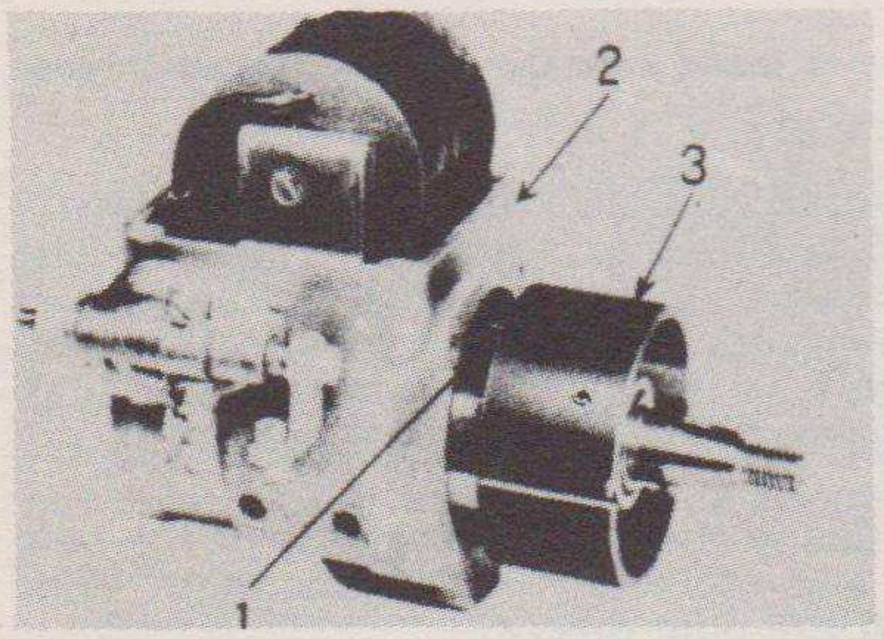

Fig. 29—Removing magneto rotor. Remove rotor (1) from magneto frame (2). Slide keeper No. 57314 D (3) over rotor poles before rotor is completely out of frame.
b.—Removal.—(1) To remove the rotor and bearings, it is necessary to remove the impulse coupling and mounting flange as directed under those sections.
(2) Then slide the rotor magnet into a keeper (3), Fig. 29, as it is being removed from the magneto frame. Always have the rotor in the keeper when it is out of the magneto frame. Use extreme care to see that the rotor does not pick up dirt and metal particles. The keeper is available as a service part.